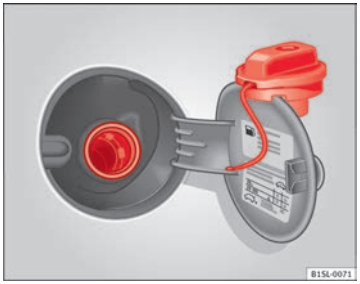

Fig. 103 Open fuel tank flap with tank plug attached to the holder.
- Take out the fuel tank plug by turning it in an anti-clockwise direction and rest it on the upper part of the fuel tank flap ⇒ fig. 103.